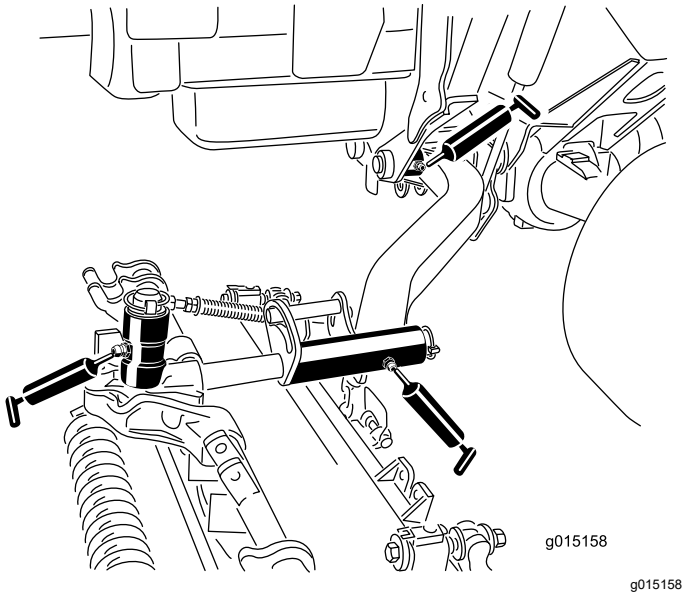

Figur 83
- Løftearmens tapphylser (én per klippeenhet) (Figur 83)
- Klippeenhetens bæreramme (to per klippeenhet) (Figur 83)
- Klippeenhetens løftearmtapp (én per klippeenhet) (Figur 83)